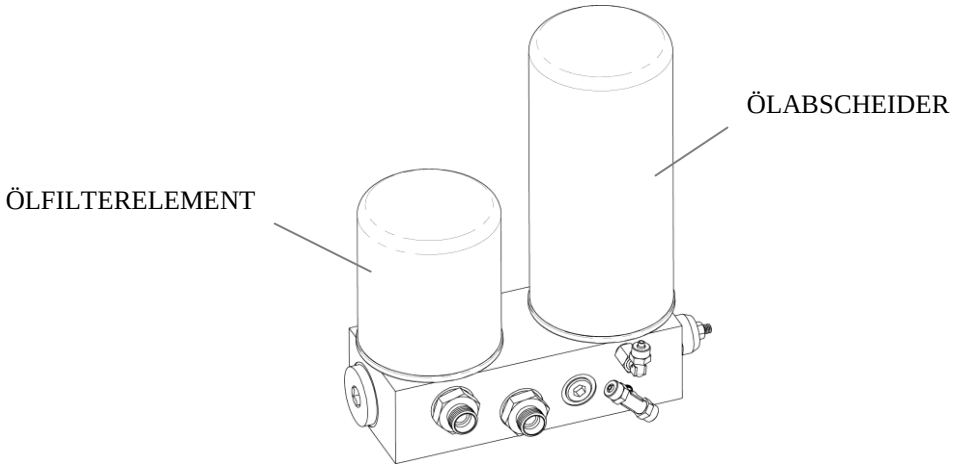

Figure 6.1 - Ölfilter und Luftentölelement
A. AUSTAUSCH DES ÖLFILTERELEMENTS (siehe Abb. 6.1)
D. AUSTAUSCH DES LUFTENTÖLELEMENTS (siehe Abb. 6.1)